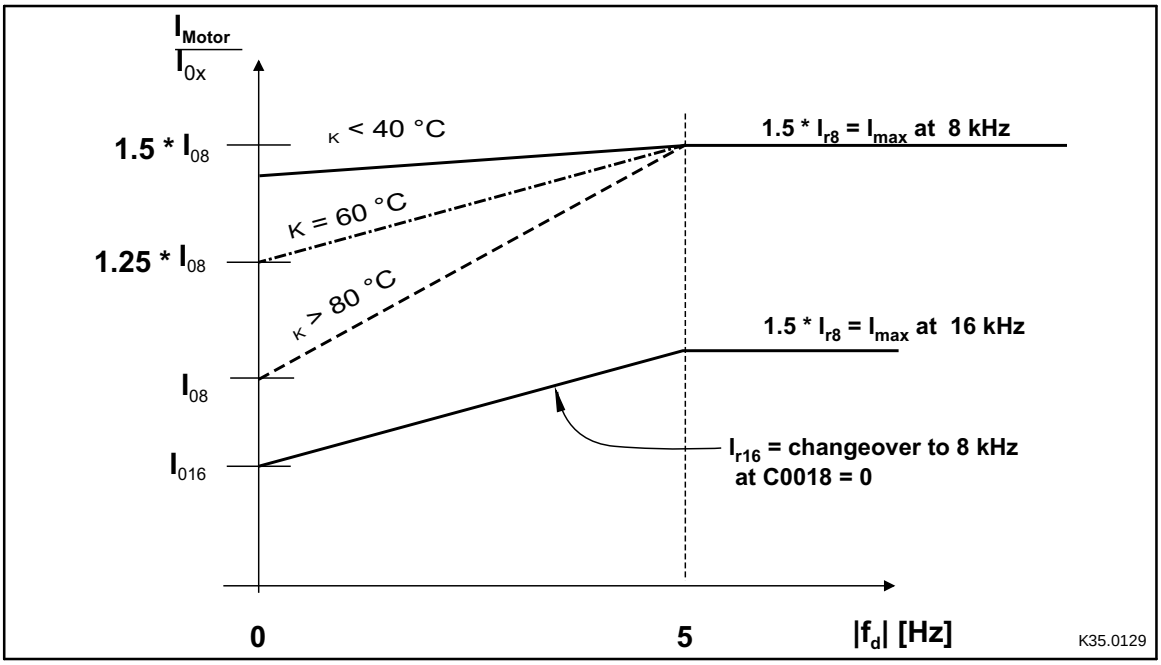

Fig. 6-2 Current derating function for types 9326 to 9332
– The current limit is derated according to the heat sink temperature (see Fig. 6-2).
– Below the threshold, the controller operates with 16 kHz (optimum noise). The function of the current limitation follows the characteristic ”Imax 16 KHz” (see Fig. 6-2).
– If the machine requires a higher torque, for example for acceleration, the controller automatically switches to 8 kHz (optimum power). The function of the current limitation follows the characteristic ”Imax 8 KHz” (see Fig. 6-2).